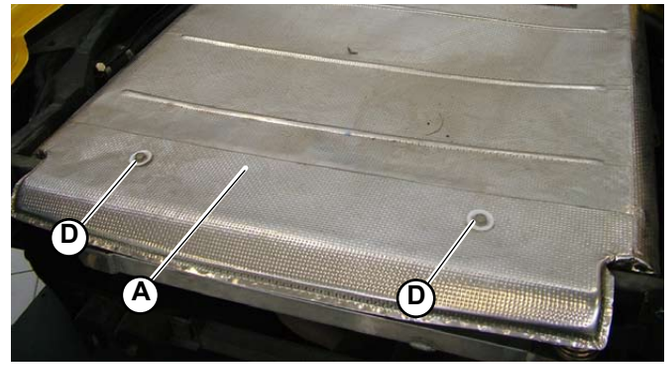

Fig.6
1. Position the silencer guard (**A-Fig.6**).
3. Tighten the 2 screws (**D-Fig.6**) on the guard above the silencer.